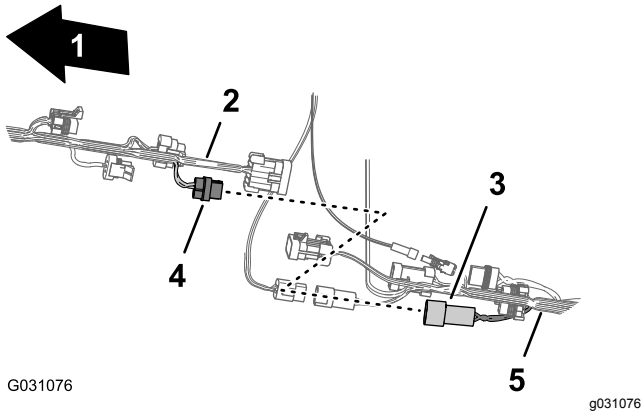

Figur 90
4. Koble kontakten med to pinner i den fremre ledningssatsen for skyllepumpen til kontakten med to sokler i den bakre ledningssatsen for skyllepumpen (Figur 90).